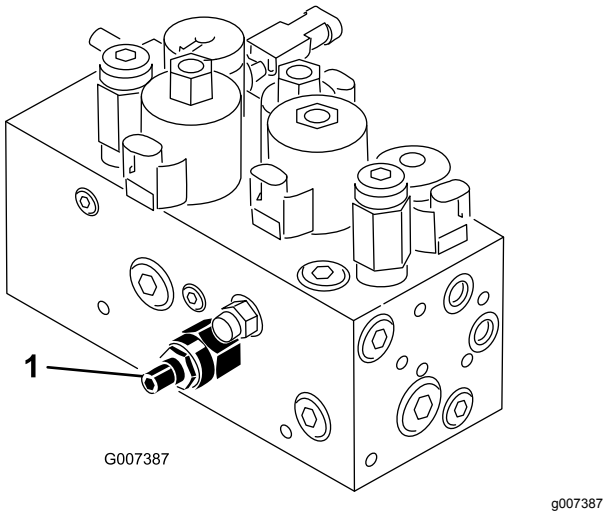

**Figur 56**
Kretsen for løfting og senking av klippeenheten er utstyrt med en mengderegulator (Figur 56). Denne ventilen er forhåndsjustert til ca. tre omdreininger åpen fra fabrikken, men det kan hende den må justeres for å kompensere for forskjeller i oljetemperaturer, klippehastighet osv. Hvis du må justere den, fortsetter du på følgende måte:
1. Hev setet, og finn mengderegulatoren på den midtre trekkrammen (Figur 56) som er plassert på siden av det hydrauliske manifoldet.